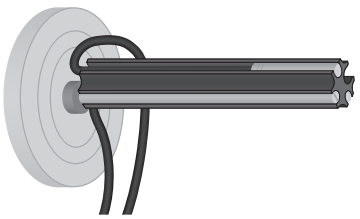

Figure 12 : Le capteur du thermomètre et les capteurs de température affl eurent avec la face frontale du module enfichable ou dépassent légèrement.
3. Disposez le thermomètre et les capteurs de température de manière à ce qu'ils affl eurent avec le côté frontal ou dépassent légèrement (▶ figure 12).